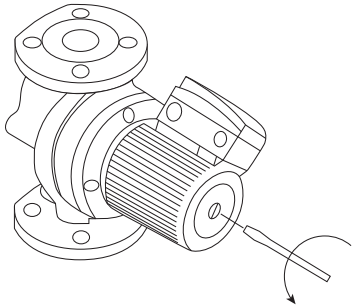

***Рисунок 3***
- Для удаления воздуха из насоса выкрутите выпускной винт (рисунок 3);
**ВНИМАНИЕ! При необходимости вывинчивания контрольного винта (рис. 3) нужно перед этой операцией удостовериться, что выходящая в результате жидкость не нанесет вреда людям или не станет причиной повреждения компонентов насоса.**
- выкрутить выпускной винт (рис. 3);